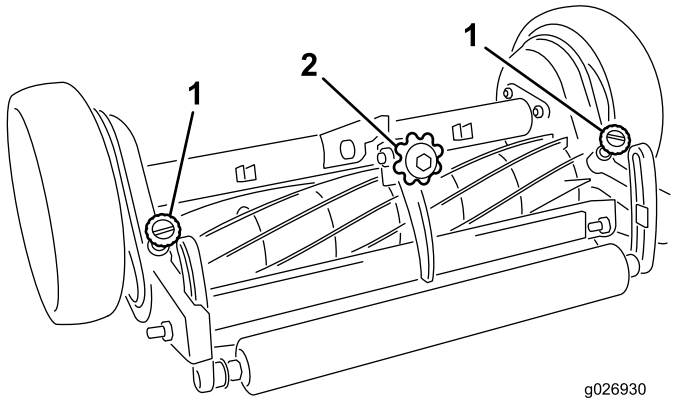

**Figure 8**
2. Disengage the reel throwout knobs (Figure 8). Carefully spin the reel backward to insure free movement
3. While spinning the reel backward, rotate the bedknife adjusting knob counterclockwise (Figure 8) until the bedknife does not touch the reel blades.
4. While spinning the reel backward, rotate the adjusting knob clockwise (Figure 8), one click at a time, until light contact of the bedknife and the reel is noticed or a whispering cutting sound is heard.
6. At the beginning of the cutting day, when the reels are cold, engage the reel throwout knobs (Figure 8). Operate the mowers for 15 to 20 minutes so the bedknife and reel reach normal operating temperature; then stop the operation. Next, disengage the reel throwout knobs and spin the reel backward. A whispering sound, not clicking, should be emitted, and this assures the correct adjustment. If a whispering sound is not heard, the bedknife and reel must be readjusted; refer to steps 3–5. By contrast, when the reels are warm from being used, use only steps 1–5 to maintain light contact between the bedknife and the reel.